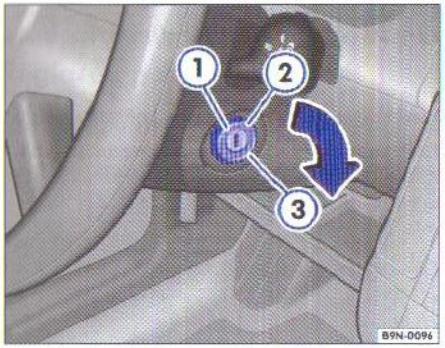

Fig. 56 Poziţiile cheii în contact
În poziţia ⇒ fig. 56 contactul este luat şi motorul oprit, volanul poate fi blocat.
– Rotiţi cheia în poziţia ⇒ pagina 80, fig. 56" ② - când se efectuează preîncălzirea motorului, se aprinde lampa de control pentru preîncălzire.
– Când lampa de control nu (mai) este aprinsă, rotiţi cheia în poziţia ③, pentru a porni motorul – nu acceleraţi.
– Rotiţi cheia în poziţia ⇒ pagina 80, fig. 56" ①.